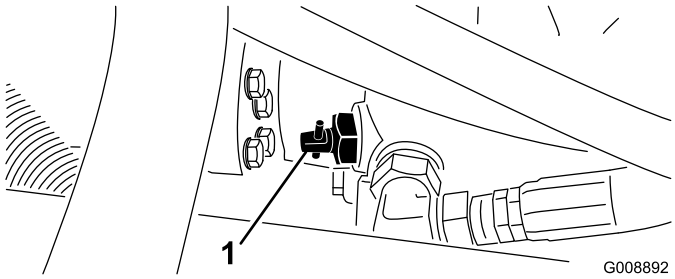

**Figur 27**
1. Lokalisera överströmningsventilen på pumpen (Figur 27) och vrid den 90°.